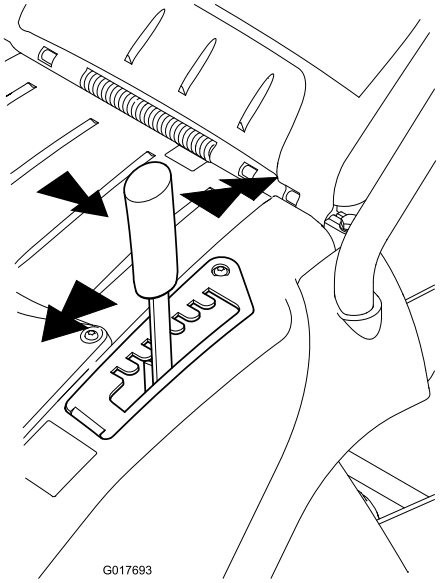

Figur 11
1. Greppa reglaget och dra det i sidled så att det lossnar från skåran (Figur 11).
2. Dra framåt för att sänka klipphöjden och bakåt för att höja den (Figur 11).
3. Släpp reglaget i önskat läge och kontrollera att det sitter ordentligt i en av de sju skårorna (Figur 11).